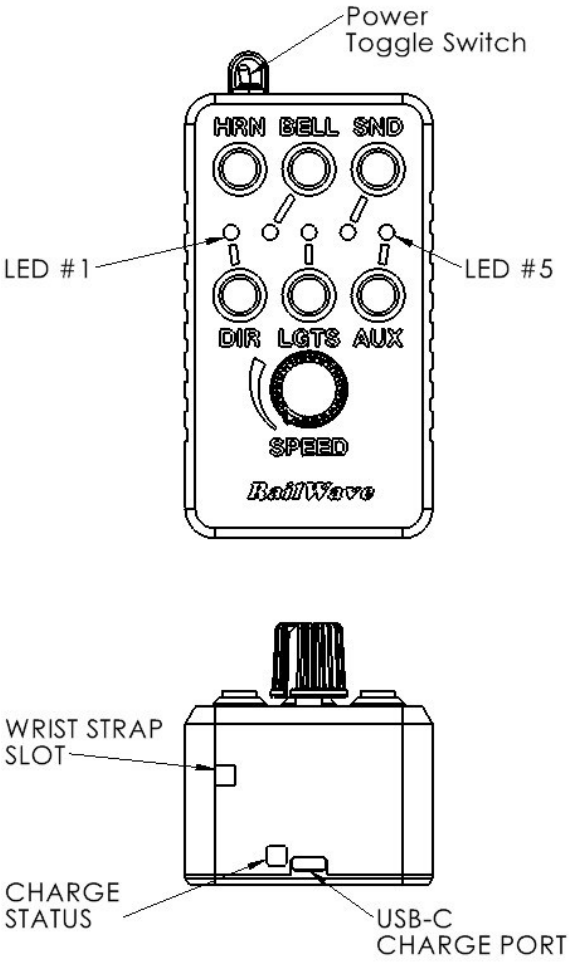

Fig. 4
a. The transmitter's LED #1,2, or #3 (see Fig 4) will be orange. This indicates which locomotive is the active one.
b. LED #5 (see Fig 4) will be either green or red. Green is for single locomotive and red is for MU (mulitiple unit).